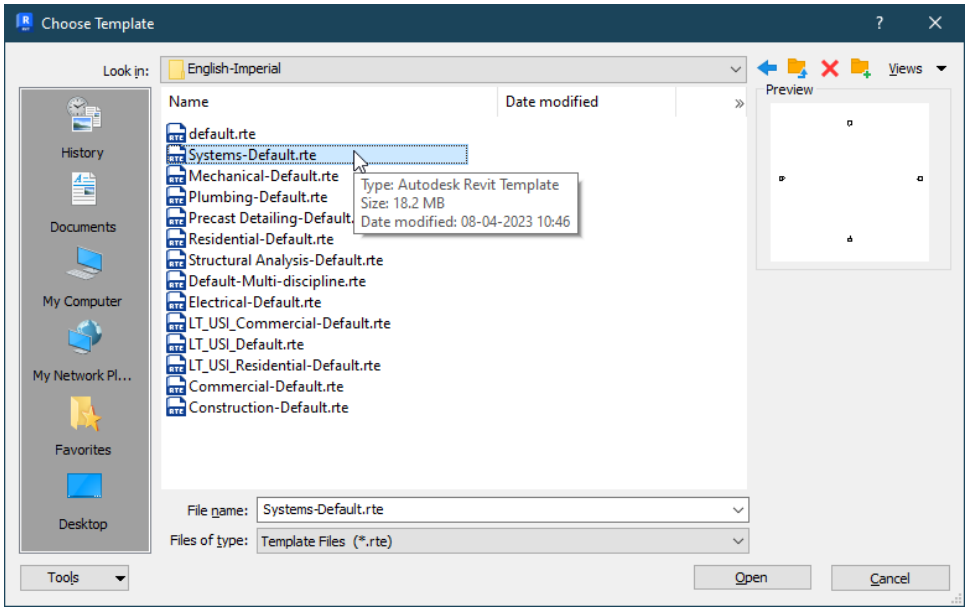

Figure 2-28 *Selecting the* ***Systems-Default.rte*** *file from the* ***Choose Template*** *dialog box*
2. In the **Choose Template** dialog box, select the **Systems-Default** template file from the list, as shown in Figure 2-28. For Metric system, select the **Systems-Default_Metric** template file from the list. Choose the **Open** button the **Choose Template** dialog box is closed.